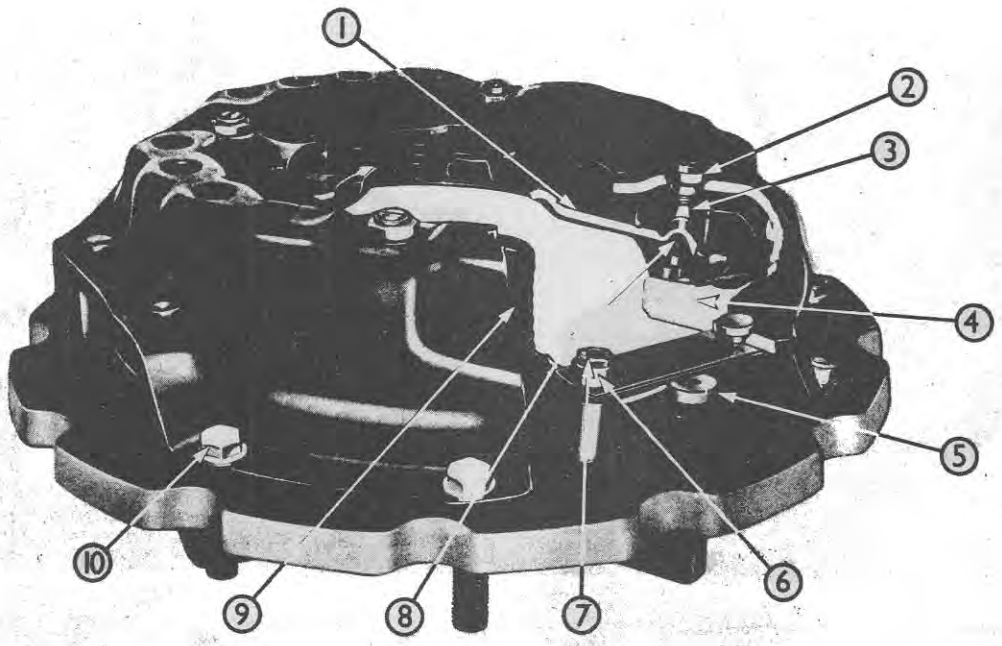

Figure 21
1. Clean the pressure plate and cover assembly thoroughly then locate the assembly centrally on the base plate, Figure 21, with the four clutch disc spacers, SW12B/8 or SW12B/10 between the pressure plate and the base of the tool. Spacers SW12B/8 are for use when handling an 11 in. (27.9 cm.) clutch – spacers SW12B/10 when handling 12 in. (30.5 cm.) and 13 in. (33 cm.) clutches.
2. Secure the assembly to the base plate with the eight special tool bolts, Figure 21. Use special bolts SW12B/24
3. On 12 in. (30.5 cm.) and 13 in. (33 cm.) clutch assemblies, punch the ferrules, Figure 21, clear of the drive strap bolt heads and remove the bolts, using a socket through the holes in the cover.
4. Unscrew and remove the four nuts, Figure 21, which are staked to the release lever eyebolts.
6. Remove the coil springs from their locations on the pressure plate, Figure 21.
8. Withdraw the eyebolts from the release levers and remove the pivot pins, Figure 21.
4. Place the cover over the pressure plate making sure that the anti-rattle springs are correctly engaged in the cover and located over the release levers, Figure 21.
5. Position four of the appropriate disc spacers, Figure 21, on the base plate of the tool, one opposite each pair of mounting bolt holes. Use disc spacers SW12B/8 with an 11 in. (27.9 cm.) clutch and SW12B/10 with 12 in. (30.5 cm.) and 13 in. (33 cm.) clutches. Place the cover and pressure plate assembly on the spacers so that the holes in the cover line up with the appropriate holes in the base plate of the tool.
6. Install the eight special tool bolts, Figure 21, and tighten them down evenly until the cover meets the base plate. Use special bolts SW12B/25 with 12 in. (30.5 cm.) and 13 in. (33 cm.) clutches – use bolts SW12B/24 with an 11 in. (27.9 cm.) clutch.
8. On 12 in. (30.5 cm.) and 13 in. (33 cm.) assemblies, place new locking ferrules and drive bolts, Figure 21, into the drive straps and tighten to the specified torque (see "SPECIFICATIONS", Chapter 4) making sure that the ferrules are correctly located in the straps and pressure plate. Punch the ferrules over against the bolt heads to lock them in position.